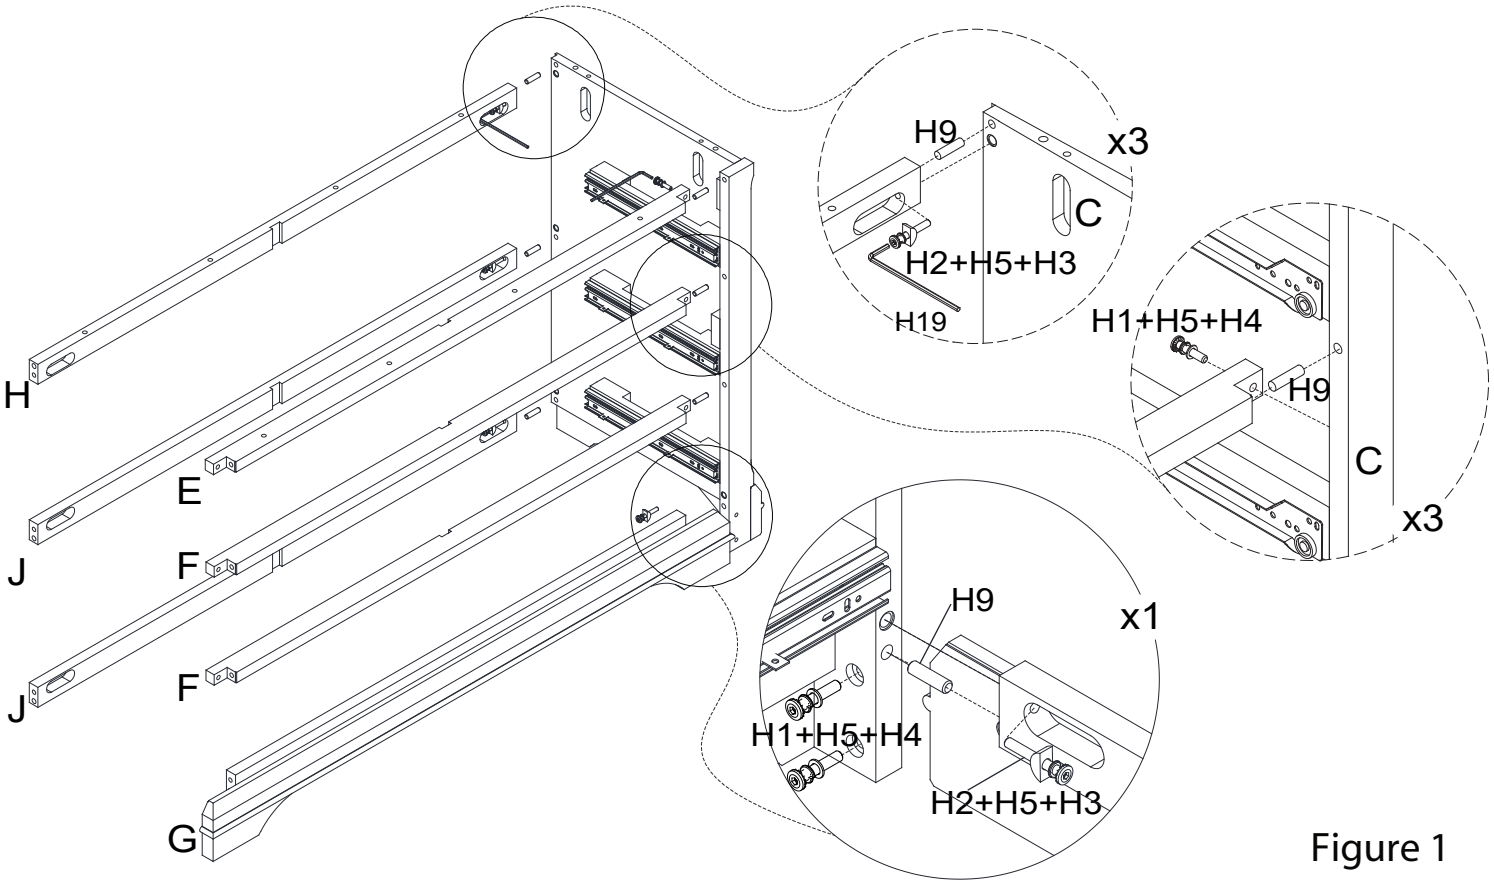

Figure 1
1. Insert 7 wooden dowels (H9) into holes on right outer wall (C). Place back rails(H & J) and front rails (E & F & G) onto right outer wall (C). securing with 4 bolts (H2) + Spring washer(H5)+half moon washer(H3) and 5 bolts(H1)+Spring washer(H5)+flat washer (H4) as show on figure 1.
1. Working on a padded flat surface, attach Drawer Sides (R2&R3) to Drawer Back (R4) as Figure1